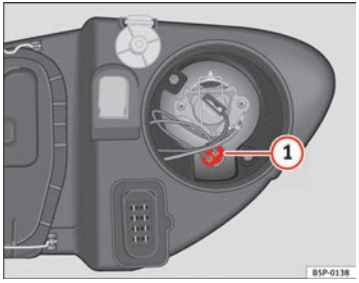

Fig. 171 Side lights
– Extract the lamp holder ⇒ fig. 171 (1) outwards.